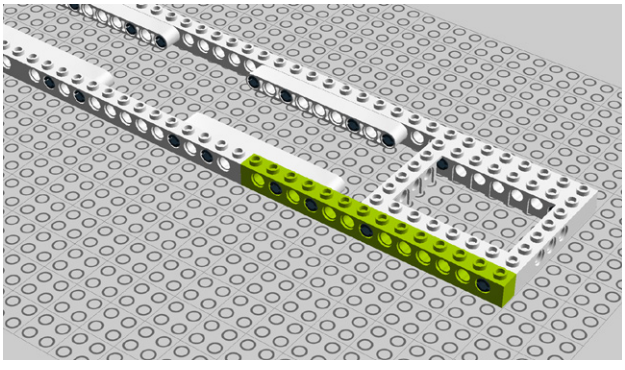

Figure 8-74. *Step 69: Connecting a 14M brick*
69. Attach a 14M Technic brick as shown in Figure 8-74.